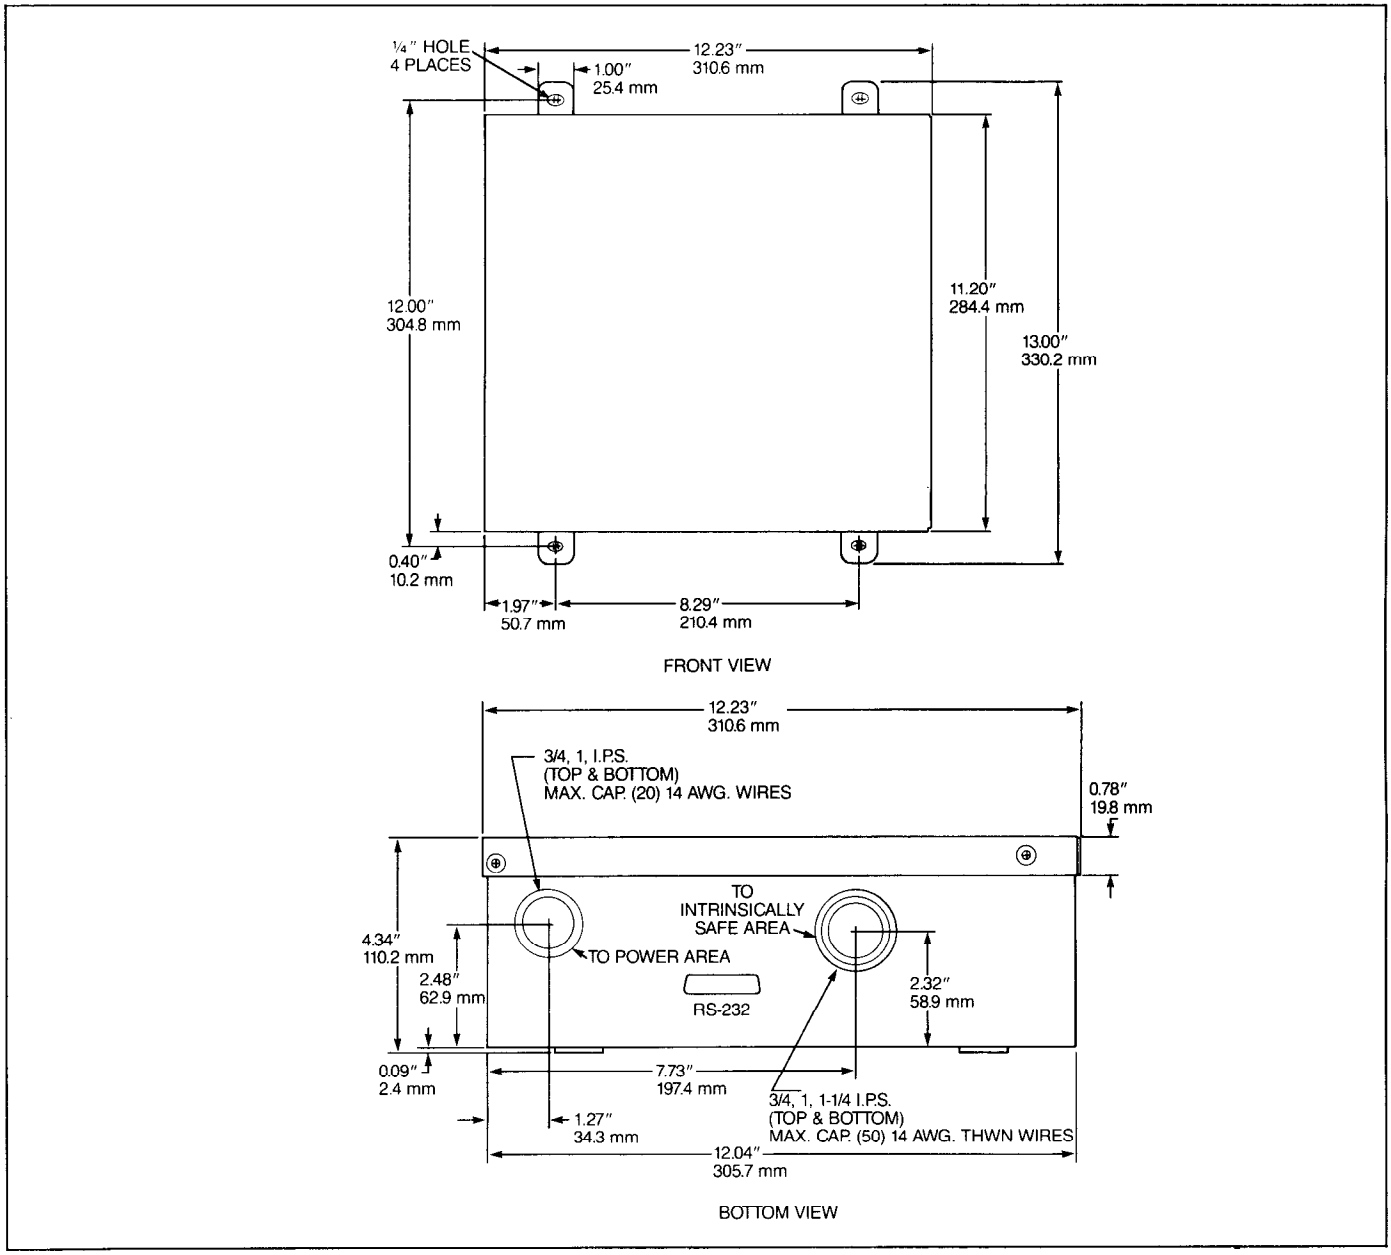

Figure 5. Monitor Dimensions and Mounting Requirements.
1. Install rigid metal conduit (¾ ", 1 " or 1¼ " I.P.S.) for monitor power from the power panel to the monitor location. Power wiring must enter the monitor through a designated knockout (see Figure 5, "Monitor Dimensions and Mounting Requirements").
1. Locate and mark mounting points at the location selected in Section 3B. (See Figure 5, "Monitor Dimensions and Mounting Requirements").